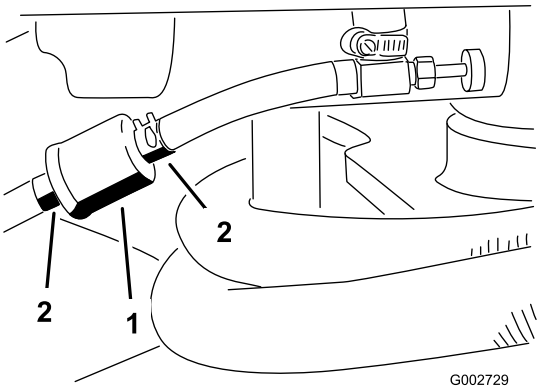

**Figuur 29**
1. Sluit de brandstofafsluitklep, maak de slangklem op het filter aan de kant van de carburateur los en verwijder de brandstofslang van het filter (Figuur 29).